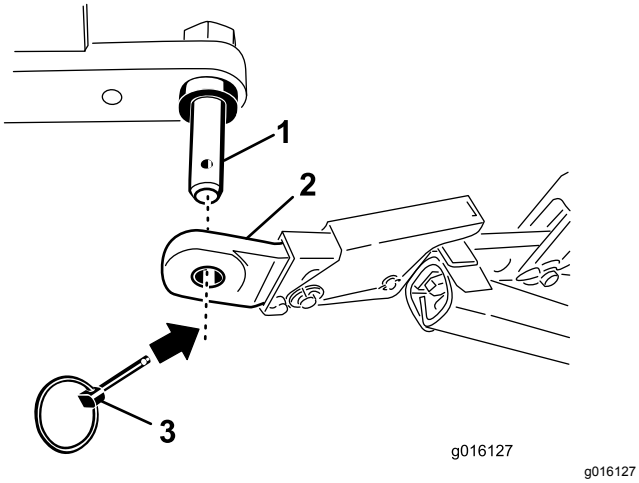

Figur 3
4. Fastgør trækstangens arme til dybdelufterens monteringstapper med ringstifter (Figur 3).